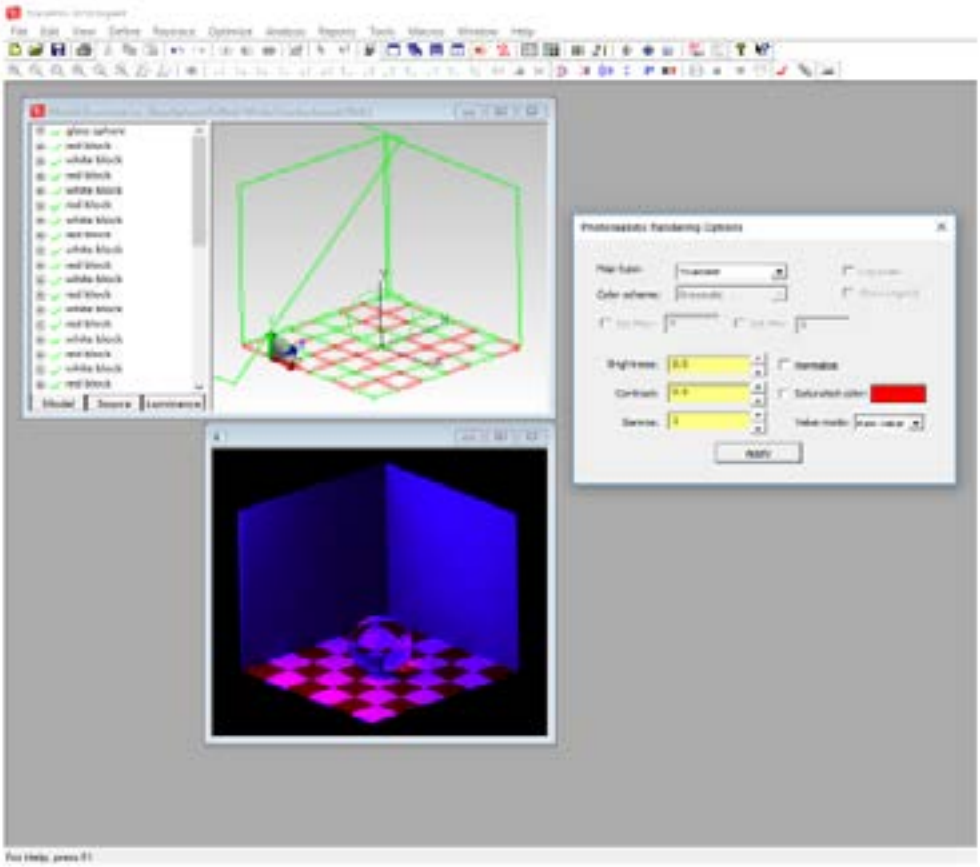
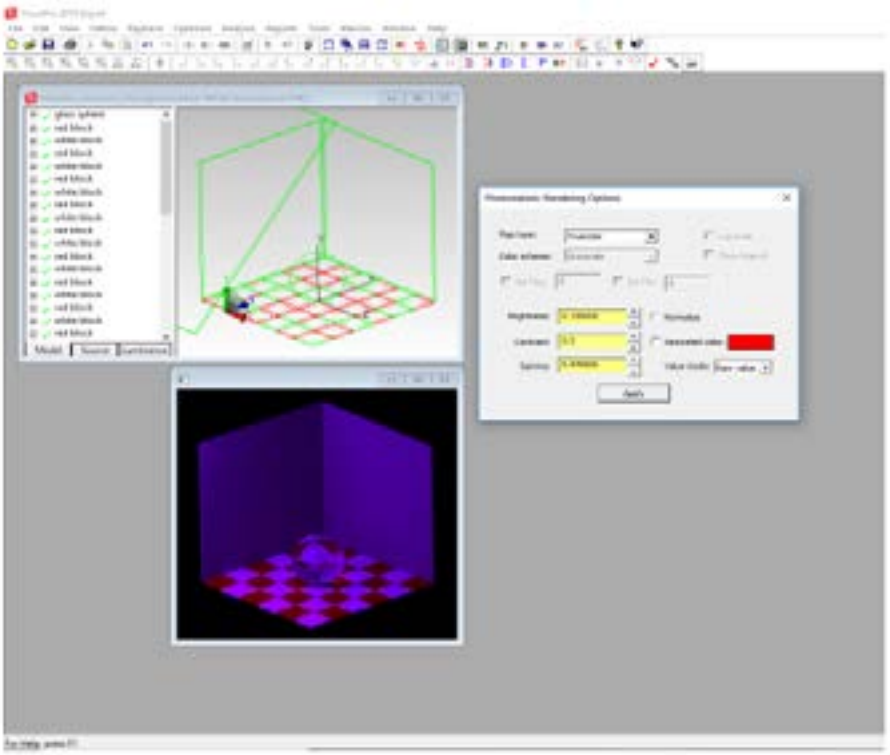

FIGURE 9.73 - Photorealistic rendering result after three rendering passes (Quality set to High) with Brightness and Contrast at default values of 0.5.
FIGURE 9.74 - Photorealistic rendering result with Brightness adjusted to 0.15.
7. 完成したレンダリングを図 9.73 に示します。この特定のモデルのプロパティと TracePro が輝度を正規化する方法により、シーンは明るく洗い流されたように見えます。外観を改善するには、**フォトリアリスティックレンダリング**｜**オプション**を選択し、**「明るさ」**と**「コントラスト」**の設定を好みに合わせて変更します。明るさを 15 に下げ、コントラストをデフォルト値の 50 のままにした例を図 9.74 に示します。